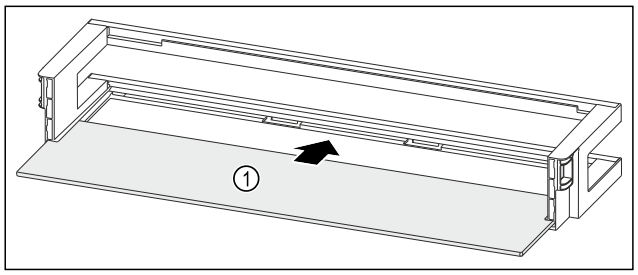

Fig. 210 Balconnet de contre-porte avec tablette de rangement
▶ Insérer la tablette de rangement *Fig. 210 (1)* dans les évidements latéraux.